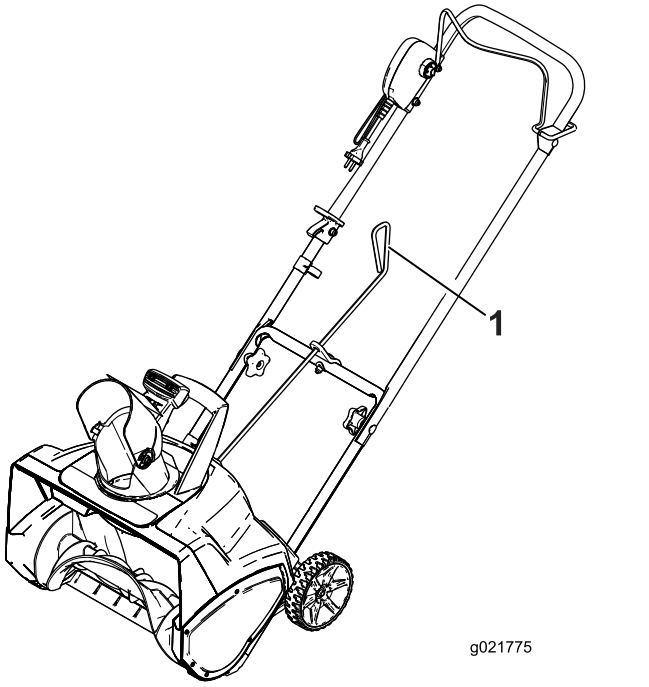
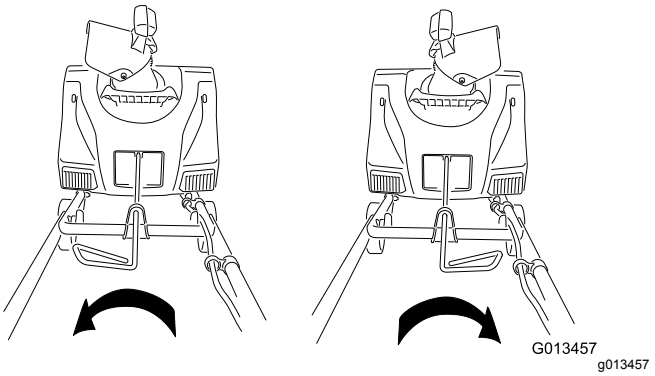

**Figur 6**
**Figur 7**
4. Kontrollera att handtaget på reglagestången till utkastaren pekar uppåt (Figur 6) och för in stången i det maskinbearbetade införingshålet baktill på kåpan.
6. Kontrollera att handtaget på utkastarens reglagestång rör sig i samma riktning som utkastaren (Figur 7).
För att justera utkastaren flyttar du handtaget till utkastarens reglagestång i den riktning som du vill att snön ska slungas i väg (Figur 6 och Figur 7).